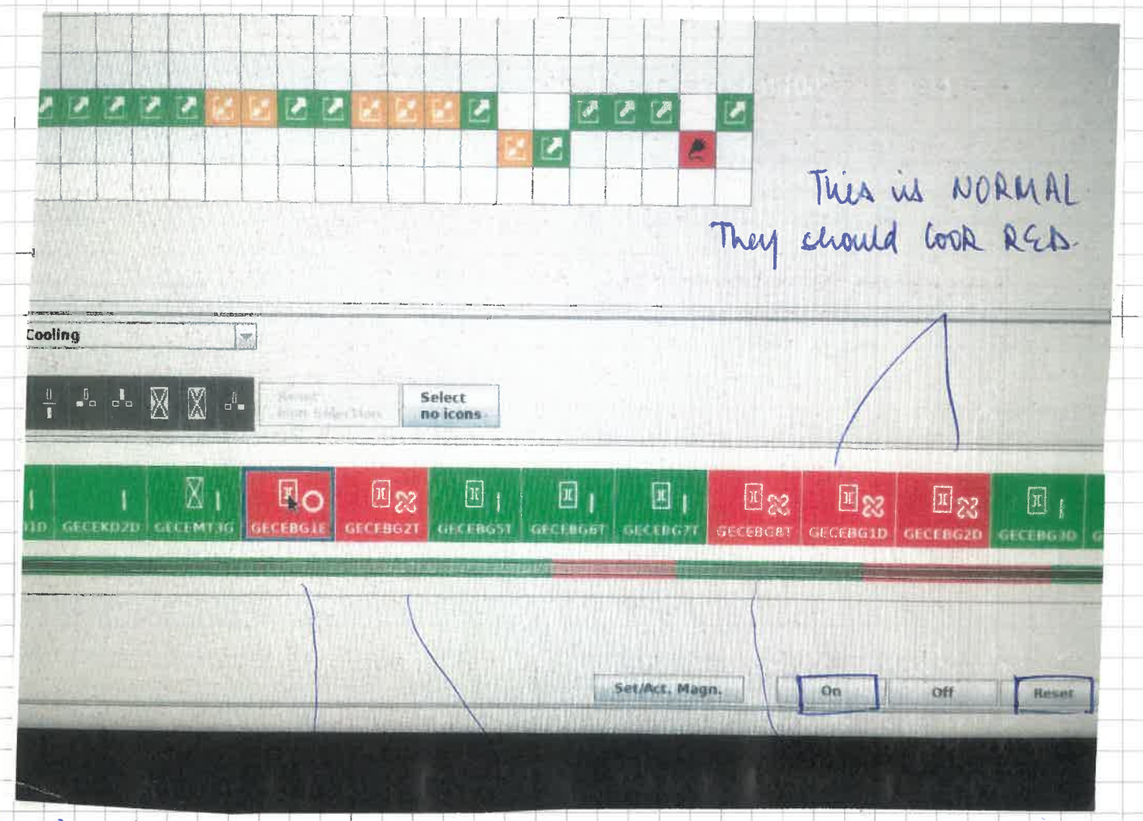

Fig 1) GECEBG1E, GECEBG2T & GECEBG8T are RED which means, electron cooler is BROKEN
1) In case of Electron cooler broken, GECEBG1E, GECEBG2T or/and GECEBG8T looks RED as shown in figure 1.